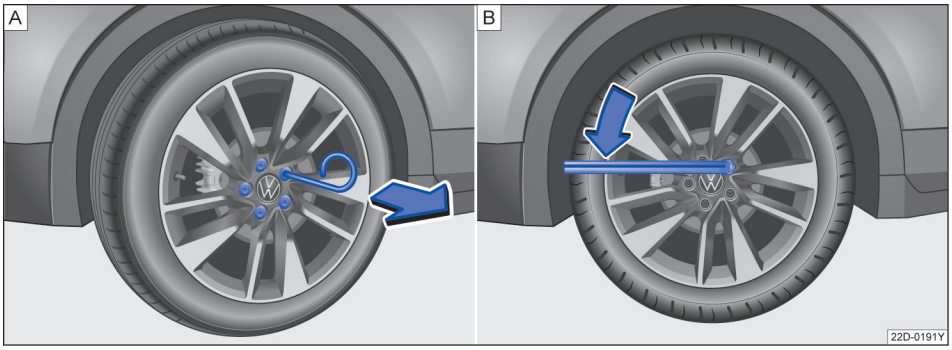

图 165 A 从车轮螺栓上拔下盖罩 B 更换车轮：松开车轮螺栓
– 将钢丝钩穿过开口插入盖罩内→ 图 165 A，然后沿箭头方向将其拔下。
– 将**车轮扳手**套到车轮螺栓上，然后推到限位位置→ 图 165 B。